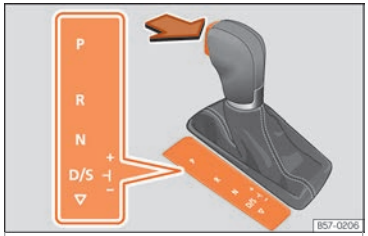

Fig. 221 Bloqueio da alavanca seletora.
– Carregue no pedal do travão e, ao mesmo tempo, mantenha pressionado o botão de bloqueio no sentido indicado pela seta ››› Fig. 221.